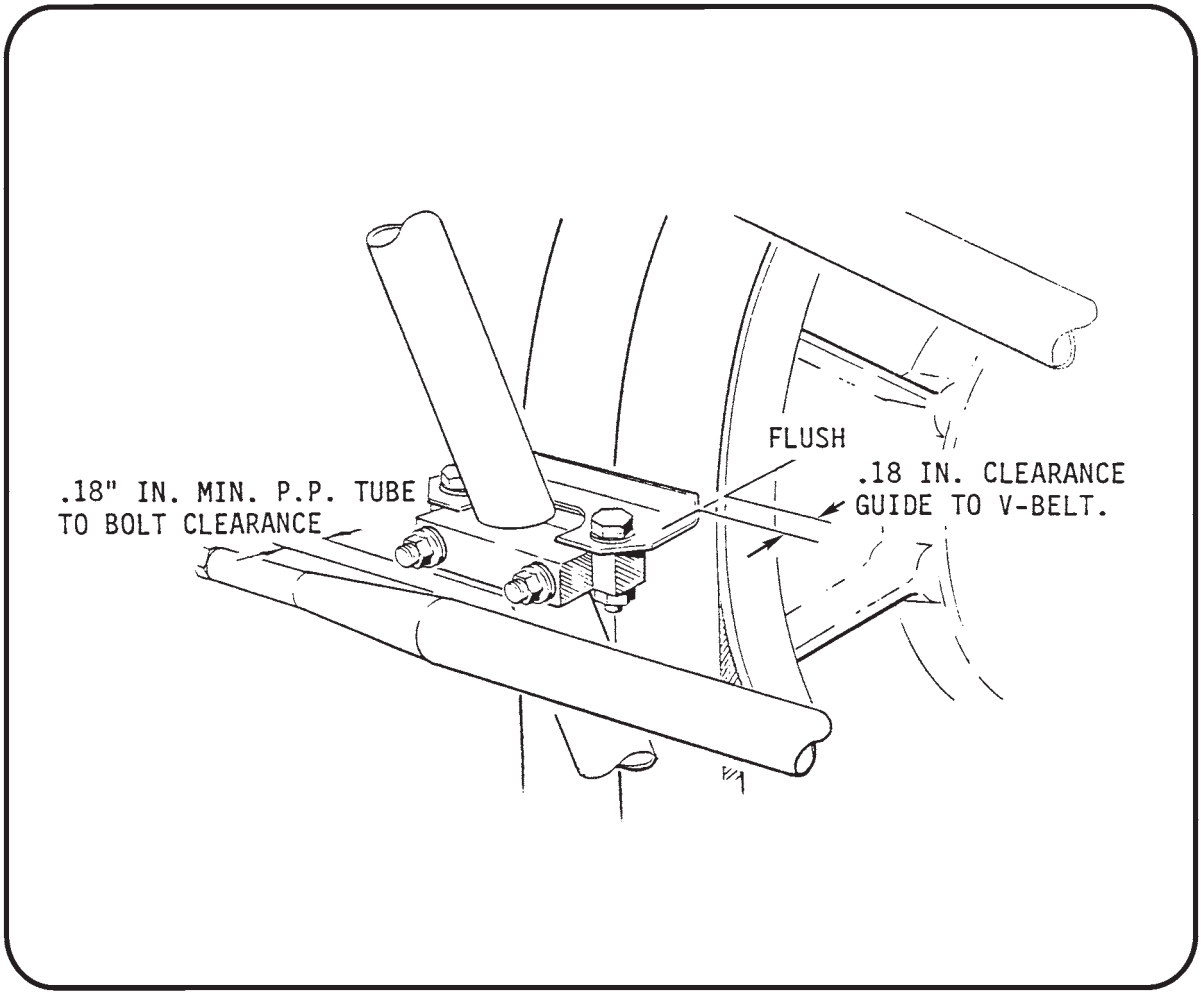

FIGURE 7-8A V-BELT GUIDE
15. Position V-belt guide to maintain clearance specified in Figure 7-8A. Torque attach hardware per Section 1.320.